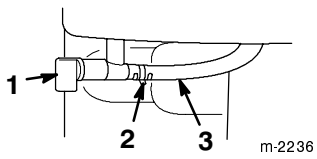

Figur 19
- **Avstängningsventil** (figur 19)—Stäng ventilen genom att vrida den medsols. Öppna den genom att vrida den motsols. Stäng ventilen när snöslungan inte används.
3. Öppna avstängningsventilen under bränsletanken (figur 19).